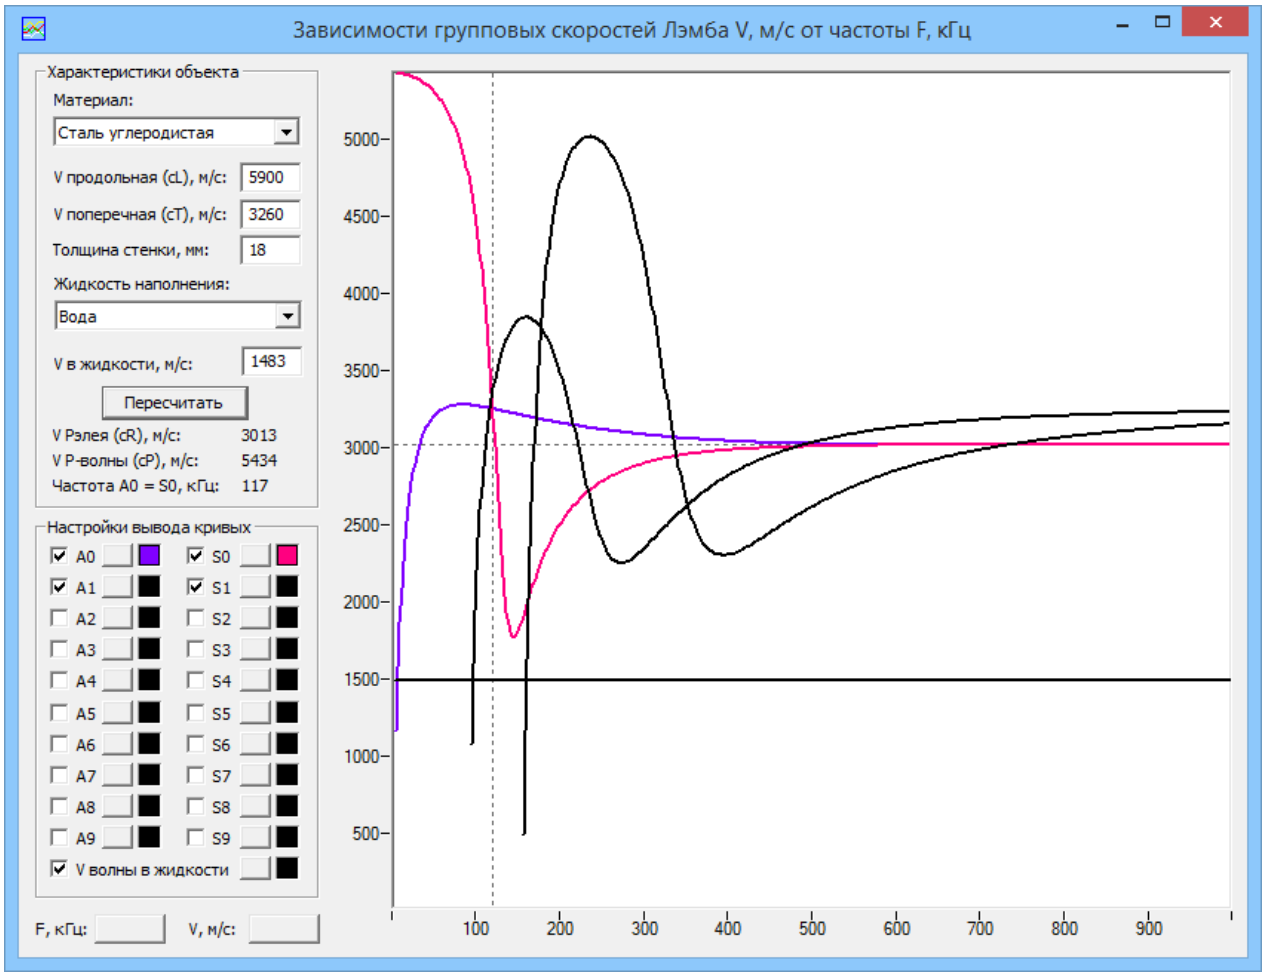

Рис. 14.4. Диалоговое окно с дисперсионными кривыми
- дисперсионные кривые V(F), рассчитанные в окне **Зависимости групповых скоростей Лэмба V м/с от частоты F, кГц** (рис. 14.4) и преобразованные по формуле $t(f) = T_0 + \frac{L}{V(F)}$, где T_0 — время излучения сигнала, L — расстояние от ПАЭ до АЭ источника;
Для построения дисперсионных кривых следует выбрать команду главного меню **Вид – Дисперсионные кривые**. После этого появляется диалоговое окно **Зависимость групповых скоростей Лэмба V, м/с от частоты F, кГц** (рис. 14.4).